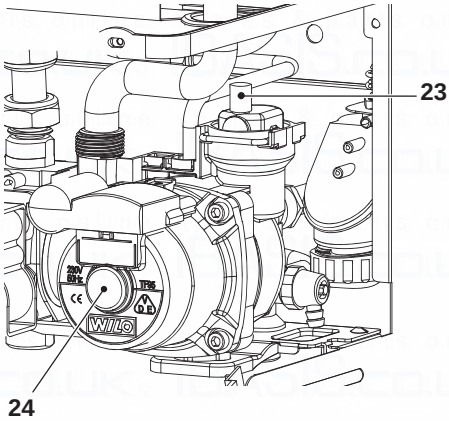

Fig. 7.2
- Lift the cap on the automatic air purger valve 23 in Fig. 7.2 one full turn and leave open permanently.
- Purge the air from the pump by unscrewing the pump plug 24 (Fig. 7.2); release the pump shaft by turning in the direction indicated by the arrow on the information plate.